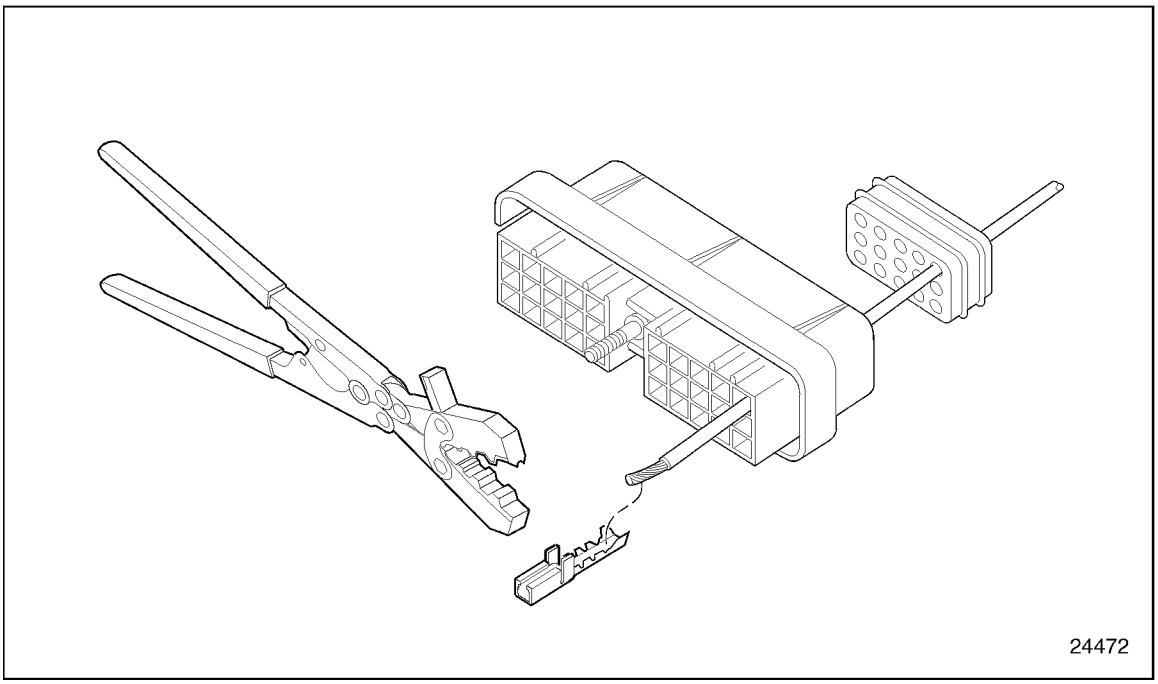

Figure 8-33 Terminal and Crimping Tool Position
5. Insert the terminal until the wire attaching portion of the terminal rests on the 20-22 anvil. Ensure the wire core wings and the insulation wings of the terminal are pointing toward the upper jaw of the crimping tool. See Figure 8-33.